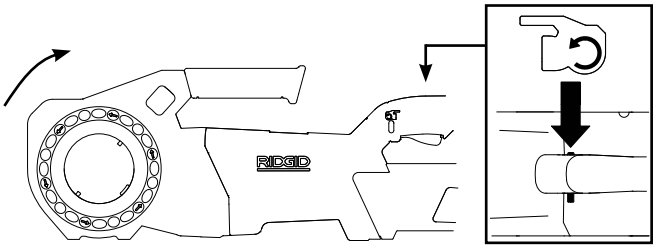

Figura 5A – Poziția comutatorului FORWARD (Înainte/în sens orar)
- Deplasați comutatorul culisant Înainte/Înapoi în poziția Înainte. Apăsați și eliberați întrerupătorul ON/OFF. Asigurați-vă că sensul de rotire al clupei electrice este cel corect *(vedeți Figura 5A)* și se oprește când eliberați întrerupătorul.